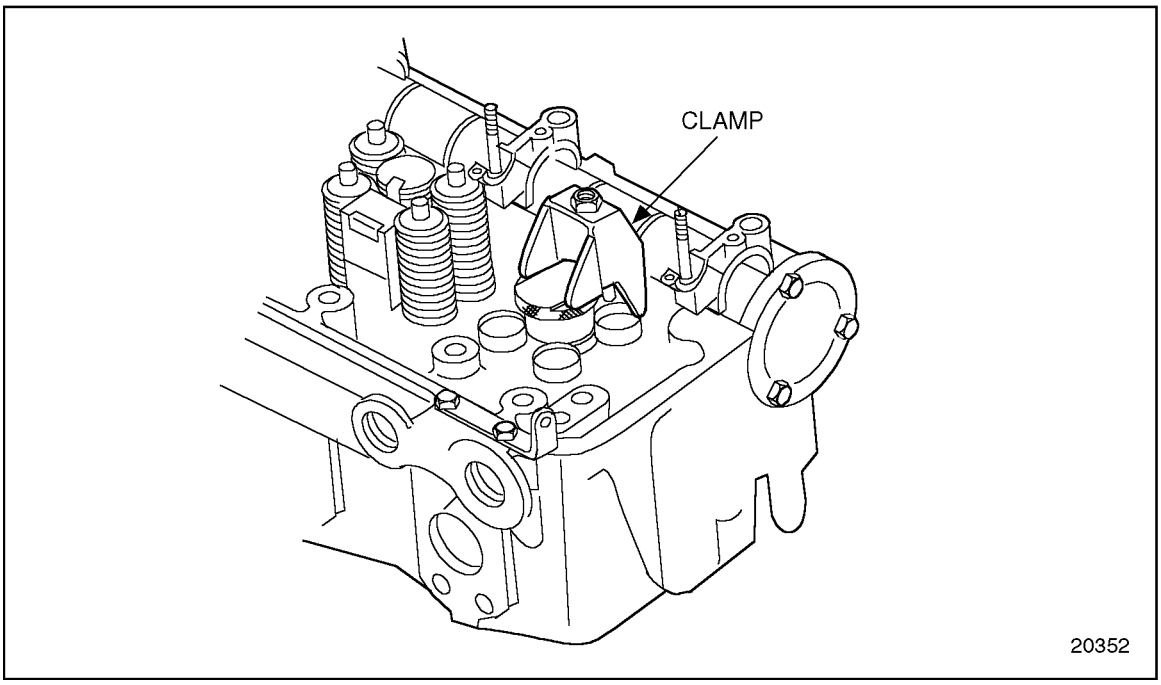

Figure 2-19 Installing Injector Hold-down Clamp
4. Install the EUI hold-down clamp and bolt it in place over J 33880-4. See Figure 2-19.